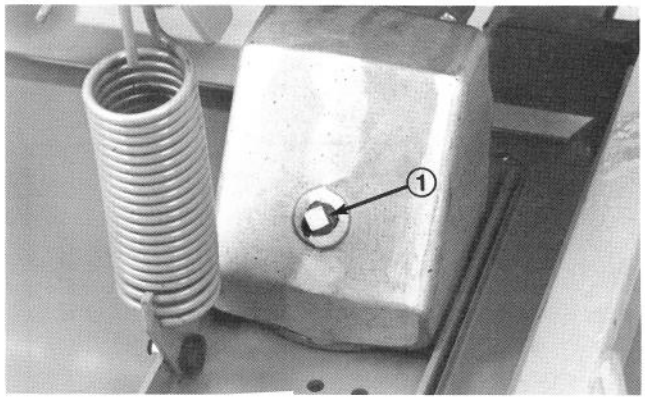

Figure 27
2. Lower cutting unit so castor wheels are on a level surface. Be sure all height-of-cut pins are in the same hole locations. Remove filler plug (Fig. 27) from gear box and check level of lubricant. If level of lubricant is low, add SAE 10W-40 SF engine oil until level is up to bottom of filler hole. Wipe any metal particles off filler plug and install filler plug.